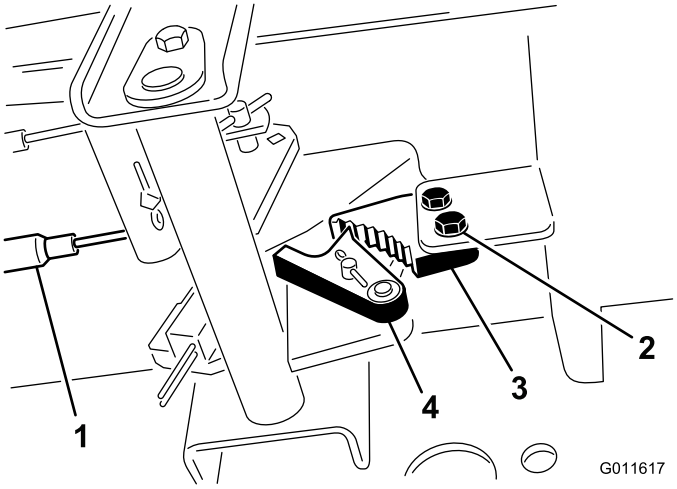

Figur 65
1. Lossa de två skruvar som håller fast parkeringsbromsens spärrhake på ramen (Figur 65).
2. Tryck parkeringsbromspedalen framåt tills bromsspärren griper in helt i parkeringsbromsens spärrhake (Figur 65).